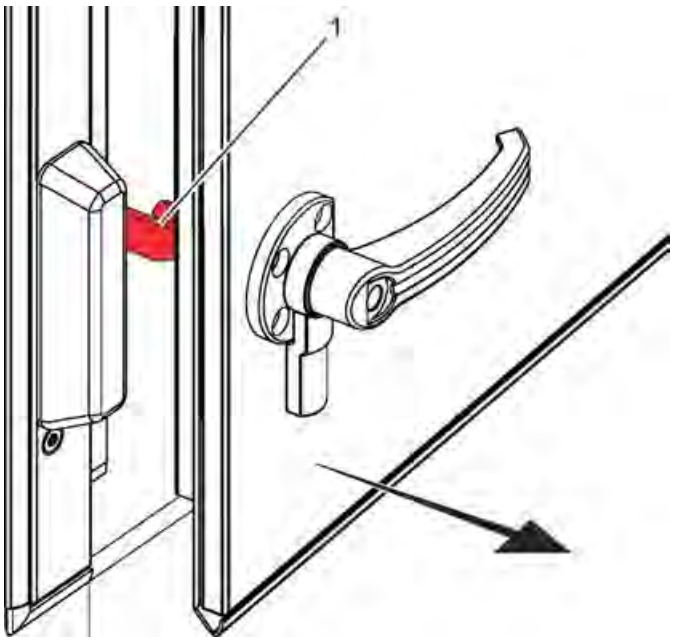

Fig. 17: Sikkerhedskrog
2. Åbn forsigtigt inspektionsdøren, indtil den er fanget af sikkerhedskrogen (Fig. 17 /1).